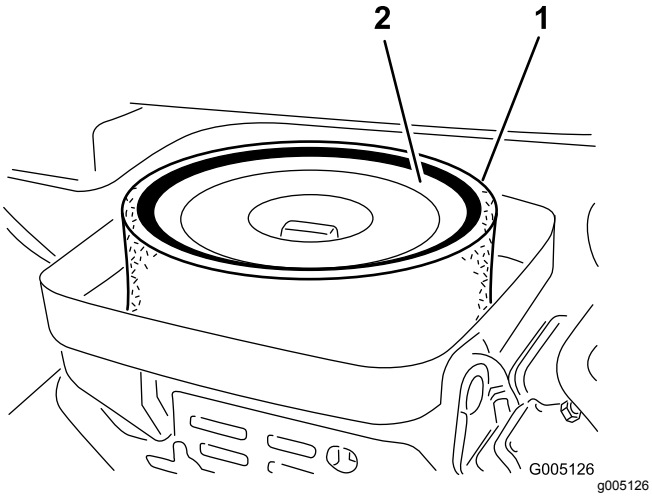

**Figuur 37**
3. Maak de vleugelmoer los waarmee de elementen zijn bevestigd aan de luchtfilterbehuizing (Figuur 37).
4. Als het schuimelement vuil is, moet u dit verwijderen van het papierelement (Figuur 37) Dit moet grondig worden gereinigd. Ga hierbij als volgt te werk: